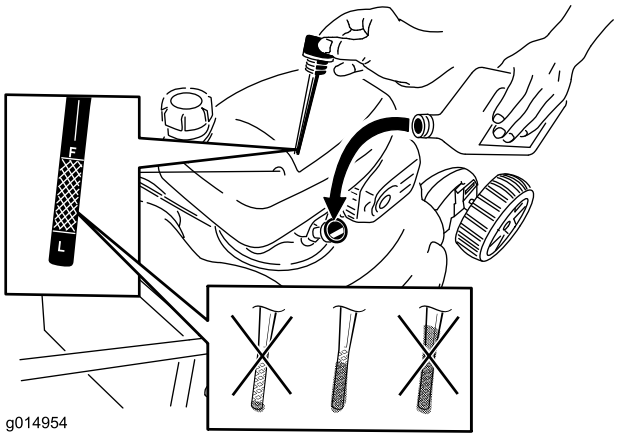

Figuur 26
8. Giet **langzaam** olie in de vulbuis totdat het peil de **VOL**-markering op de peilstok bereikt (Figuur 26). **Niet te vol vullen.** (Maximaal vullen: 0,55 l, **type: SAE 30 motorolie** met onderhoudsclassificatie van het American Petroleum Institute (API) van SL, SM of hoger. U kunt SAE 10W30 gebruiken als geen SAE 30 voorhanden is.)